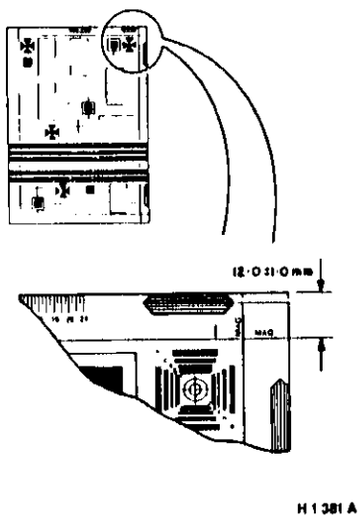

Рисунок 1. Технические требования к регистрации верхней кромки
2. Аккуратно положите тест-лист 82E2010 на стекло оригинала. Изготовьте восемь копий при подаче бумаги из соответствующего лотка. Две первые копии не используйте. Проверьте, что остальные шесть копий соответствуют техническим требованиям (см. рисунок 1).